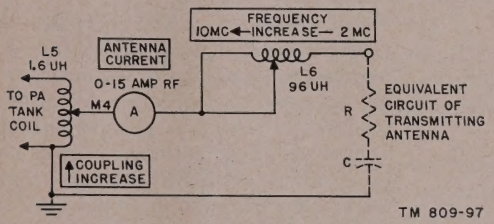

Figure 34. Antenna tuning unit with range switch in 2-10 M-C position.
a. Figure 34 is a functional schematic diagram of the tuning unit with range switch SW9 (SW9.1 and SW9.2) set to 2–10 M–C and a whip antenna connected to the unit. Since the antenna is electrically much shorter than a quarter wave length, it presents a highly capacitive load to the transmitter. This capacitive antenna is tuned to resonance by providing added inductance of low-frequency loading coil L6 through the variable tap controlled by the FREQUENCY (10 MC-INCREASE-2 MC) crank handle control. When the inductive reactance of L6 is made equal to the capacitive reactance of the whip antenna, the load presented to the transmitter is purely resistive. Coupling coil L5 acts as an impedance matching transformer so that the resistance of the antenna, as reflected back to the pa tank circuit, presents the optimum plate load resistance as viewed from the pa tube plate. Rotating the COUPLING INCREASE control handle varies the movable tap of L5 and changes the impedance ratio.